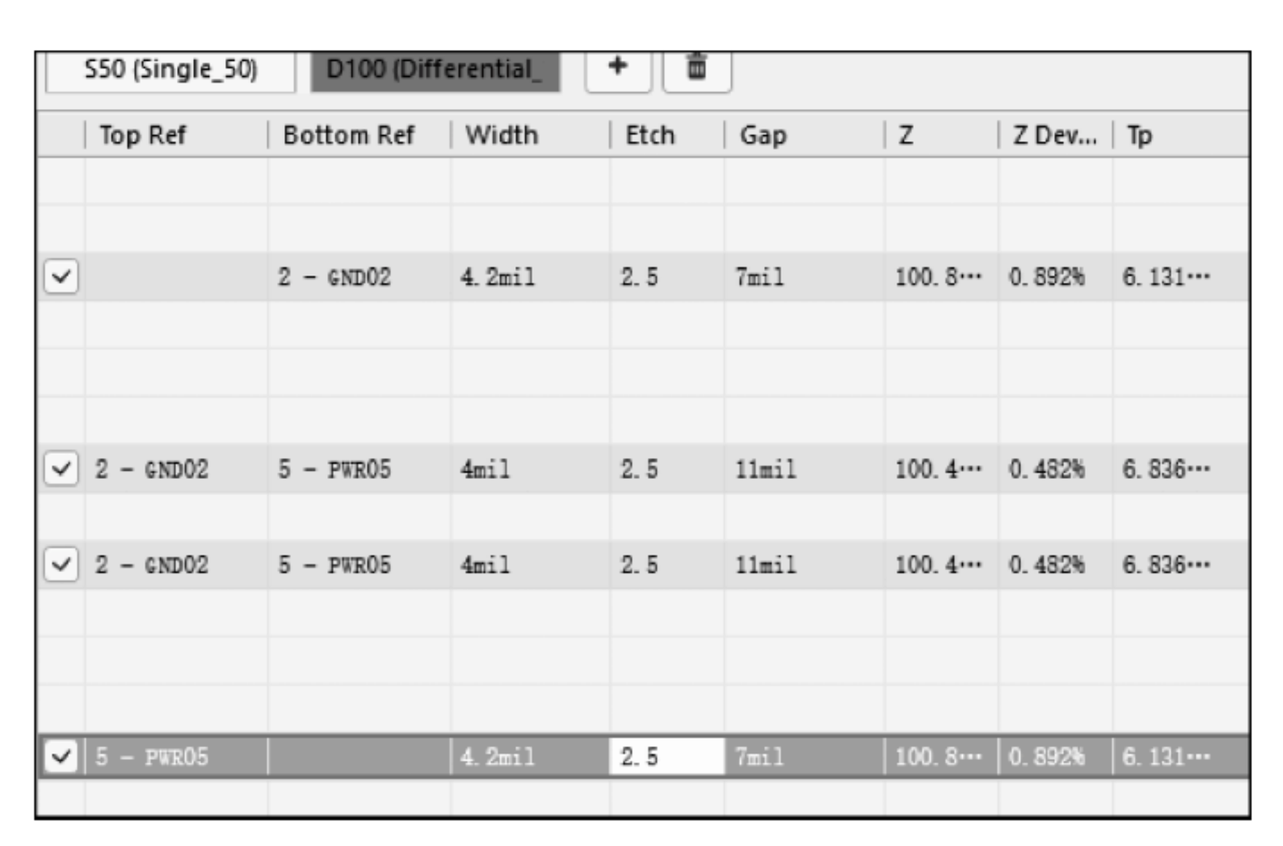

图 3-40　Differential_100 阻抗配置文件
④ 计算得出的各层 100Ω 差分信号的线宽线距如图 3-40 所示。